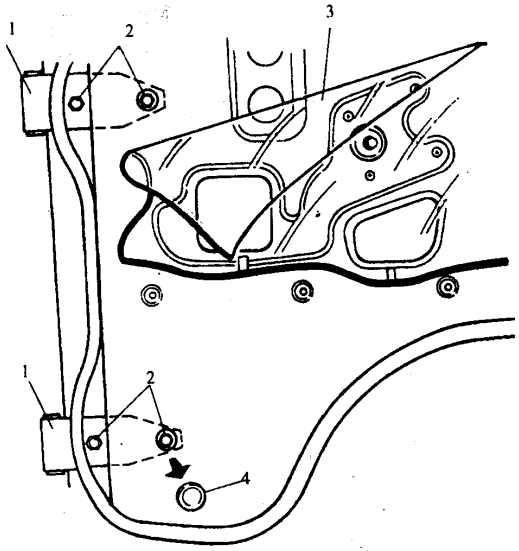
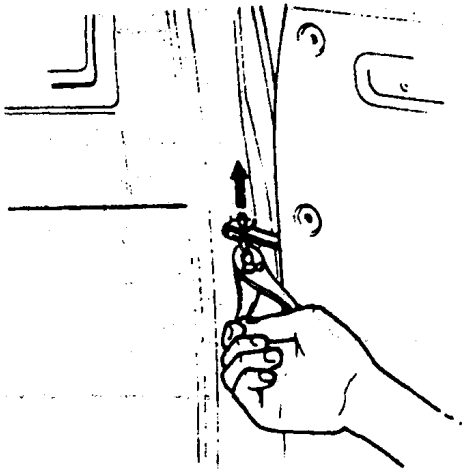
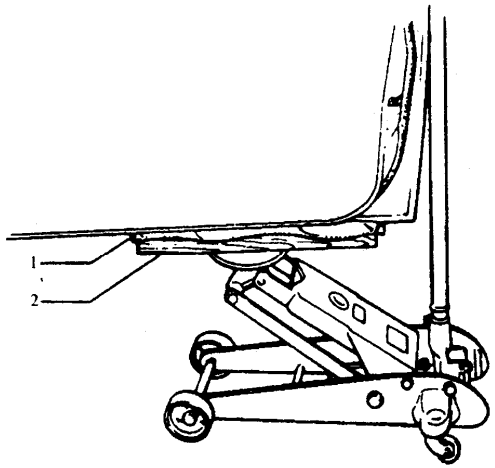

Fig. 4.1-24
Fig. 4.1-25
Fig. 4.1-26
1) Front door inner handle box. 2) Front door inner handhold. 3) Front door glass regulator rocking handle. 4) Front door trim board. 5) Strip the seal membrane from front door hinge bolt hole. 6) Dismount front door hinge round plug, see Fig. 4.1-24. 7) Dismount the latch of front door stop assembly through beating it with hammer, see Fig. 4.1-25. 8) Use jack, pillow a piece of wood block between the jack and door inner board to support the front door, see Fig. 4.1-26. 9) Dismount hinge bolt to dismount front door assembly.